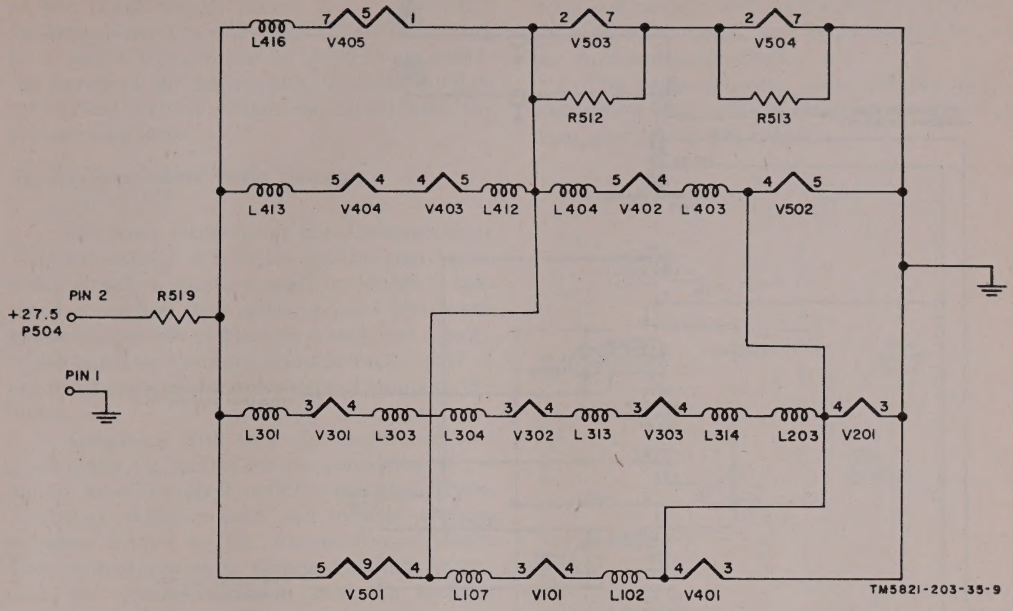

Figure 17. Filament circuits, simplified schematic diagram.
29. Filament Voltage Distribution (fig. 17)